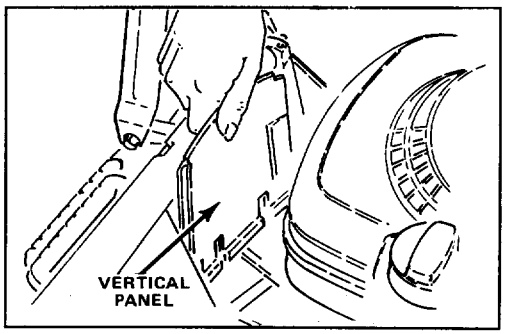

Figure 28
3. Remove the vertical panel in front of the transmission by pulling straight up (Fig. 28).